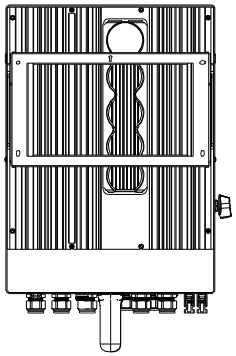

Figura 3.7 Soporte mural
2. Levante el inversor (con cuidado de no forzar el cuerpo) y alinee el soporte trasero del inversor con la sección convexa del soporte de montaje. Cuelgue el inversor en el soporte de montaje y asegúrese de que esté bien sujeto (consulte la figura 3.7).